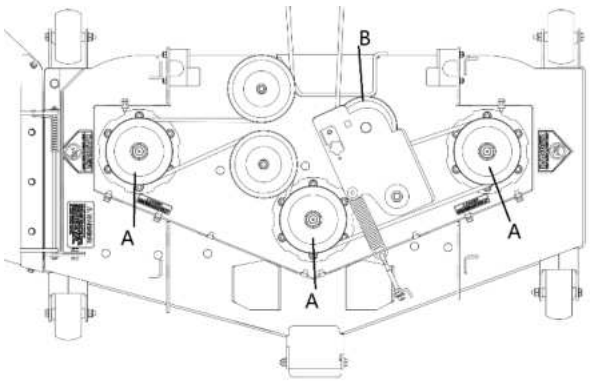
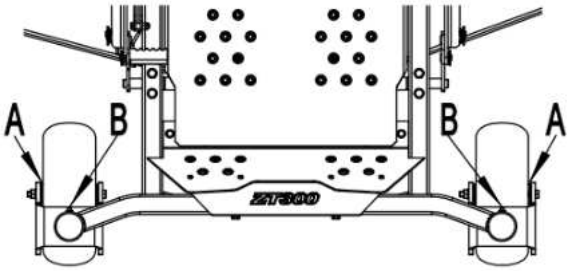

Рис. 10
Рис. 11
НЕ допускайте скопления излишков смазки на деталях или вокруг них, особенно при работе в песчаных районах. Точки смазки см. на сопроводительных иллюстрациях (рис. 10 и рис. 11).
6.10.4 Нож газонокосилки должен иметь режущую кромку не более 0,40 мм (B, Рисунок11) или меньше.